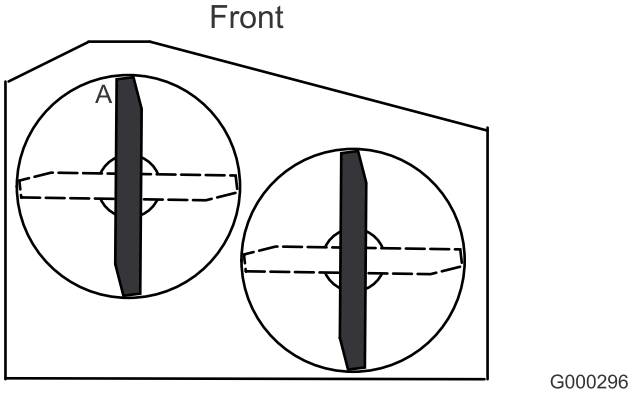

Figur 59
3. Ställ in en knivs lutning framåt-bakåt med maskinen på en plan yta. Mät vid **A** och från en plan yta till knivspetsarnas egg (Figur 59).